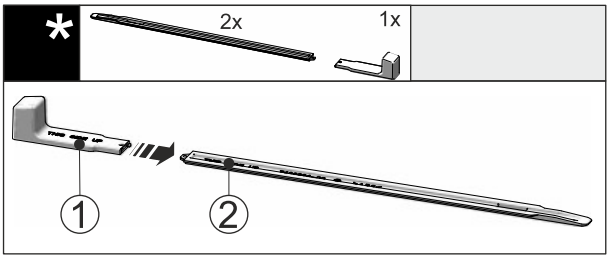

Fig. 48
▶ Insérer la poignée de montage *Fig. 48 (1)* dans le rail de nivellement *Fig. 48 (2)*.